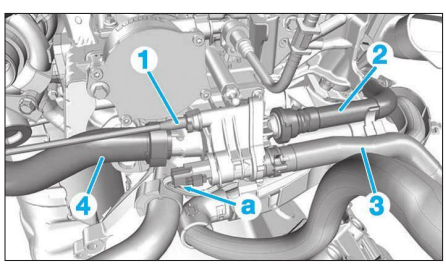

**Fig. 23**
- les durits (1), (2) et (3) **(Fig.23)**,
- le tuyau (4).